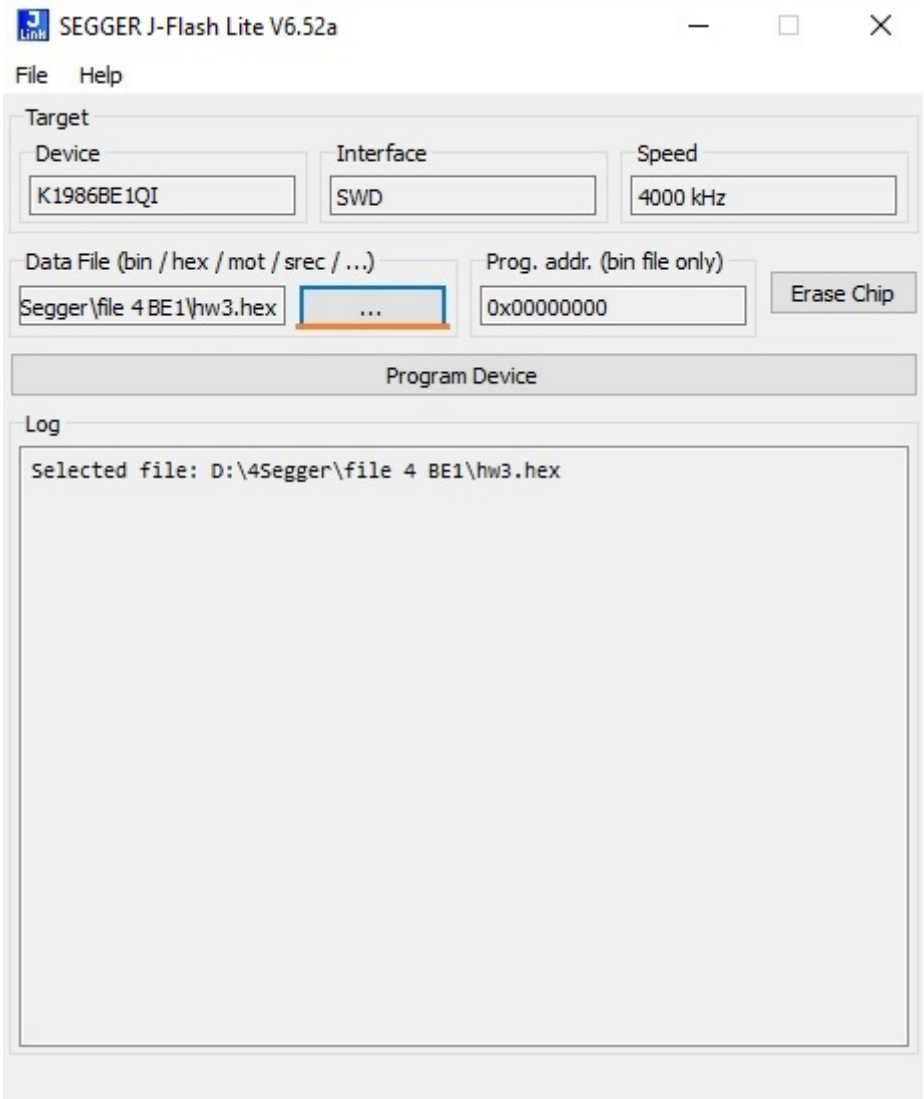

Рисунок 5 - Выбор загружаемого файла
4. Загрузить записываемый файл в формате hex или bin (рисунок 5). В поле установить адрес: